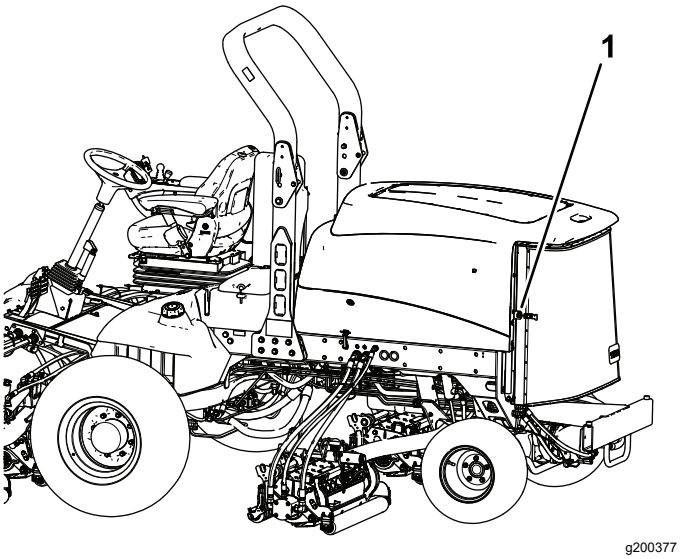

**Figur 113**
2. Lås opp og sving bakre skjerm åpen (Figur 113).